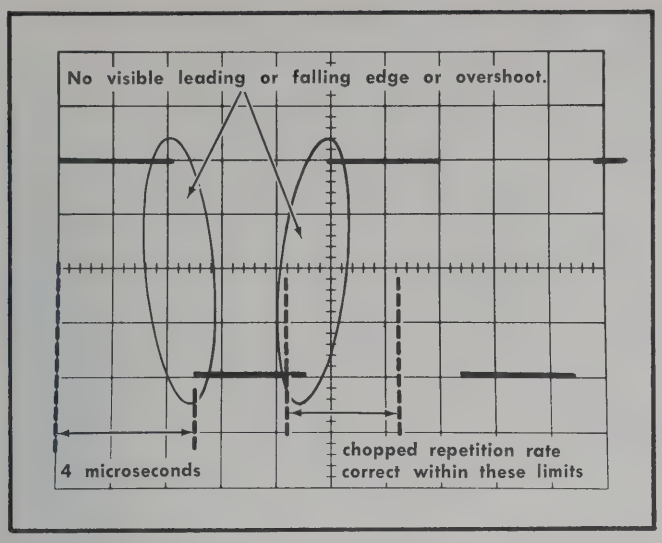

Fig. 6-52. Typical CRT display when checking chopped repetition rate and blanking. Sweep rate, two microseconds/division.
b. CHECK—CRT display for duration of each cycle between 4.2 and 6.25 divisions (100 kilohertz, ±20%; see Fig. 6-52).
c. CHECK—CRT display for complete blanking of switching transients between chopped segments (see Fig. 6-52).